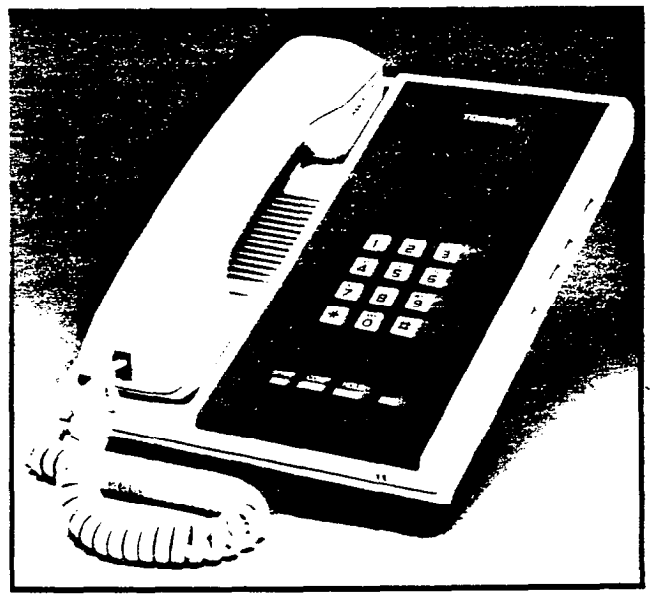

FIGURE 9—SINGLE-LINE ELECTRONIC TELEPHONE
1) Single-line electronic telephone (Figure 9): Equipped with three permanently dedicated buttons (HOLD CONF SPKR) and an Intercom/CO line button, which is not labeled.